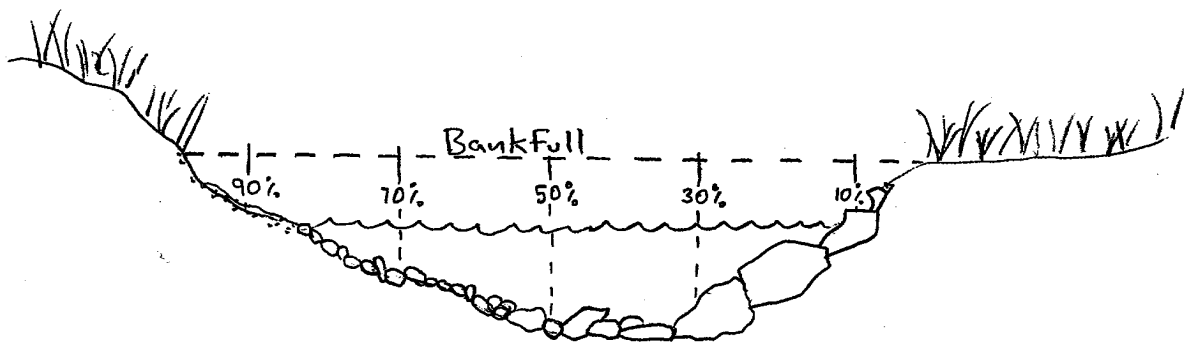

**Figure 14**. Transect divided for substrate measurement.
2. Measure 5 substrate samples at each transect. When a single main channel is present, visually locate the10%, 30%, 50%, 70% and 90% increment points within the bankfull width starting at left bank (See Figure 14).